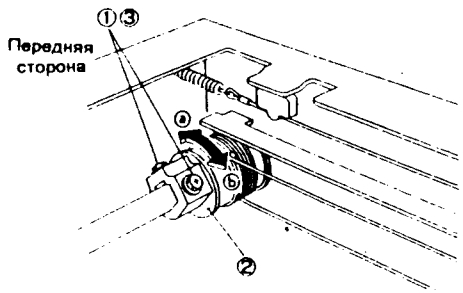

Рис. 3 NZM-0074
4. (Рис. 3): Передвиньте передний конец каретки половинного хода.
① Ослабьте винты крепления переднего шкива ведущего валика.
② (Рис. 3) Для регулировки перемещайте каретку полного хода, вращая шкив ведущего валика.